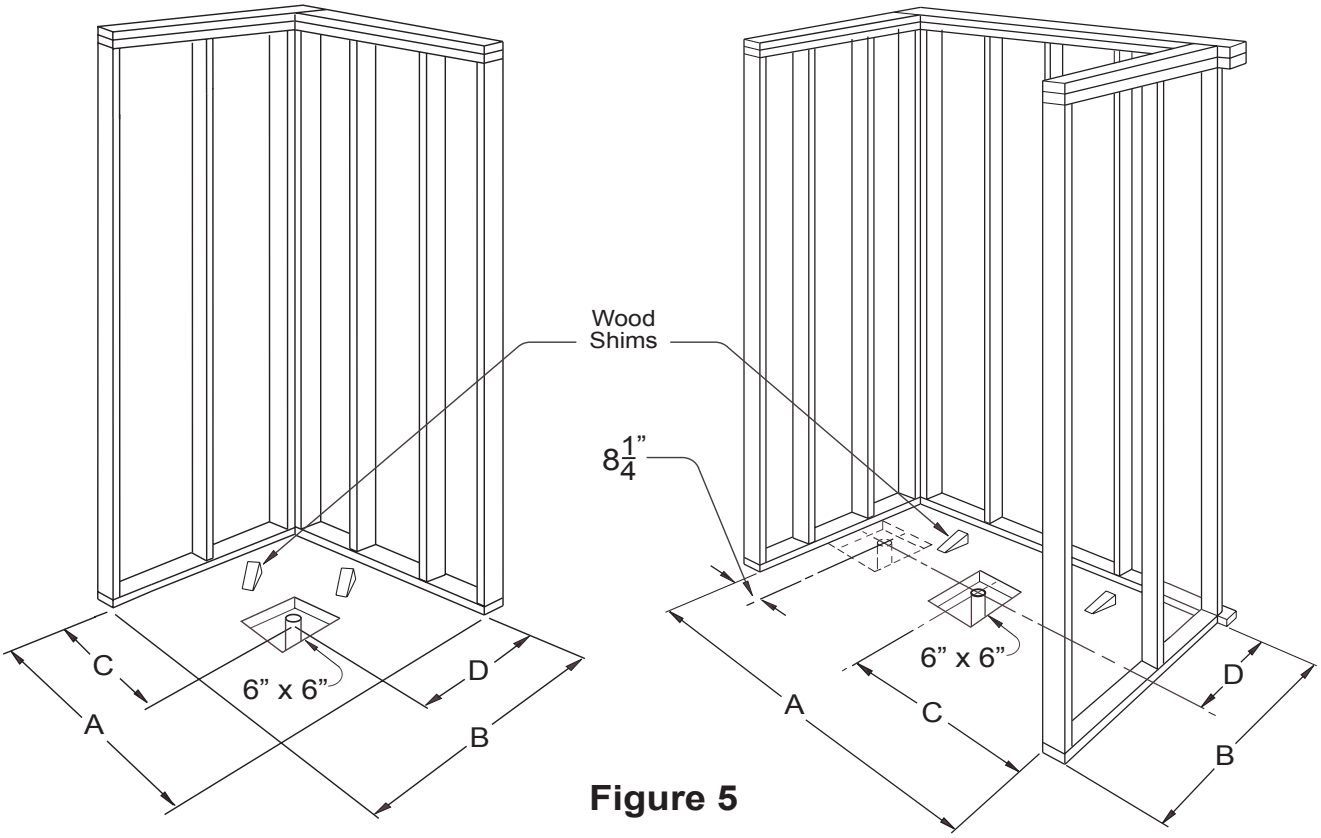

Figure 5
1. Review *Figures 5 and 6*. Make sure alcove is of proper size. Framing alcove must reflect interior dimensions on diagram to permit installation of unit. *Note in diagram the required opening in the floor to provide clearance for the drain trap and fitting connection.*